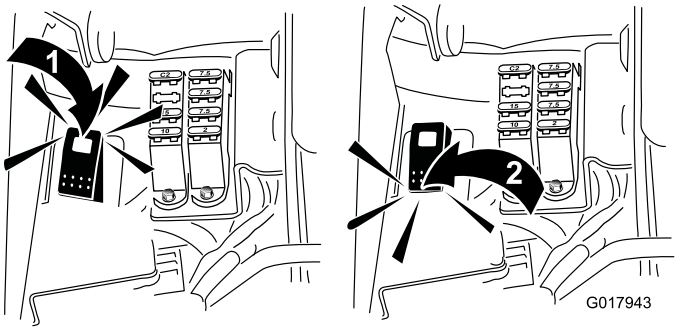

**Figuur 51**
5. Zet de wetschakelaar in de achteruitstand (R) (Figuur 51).